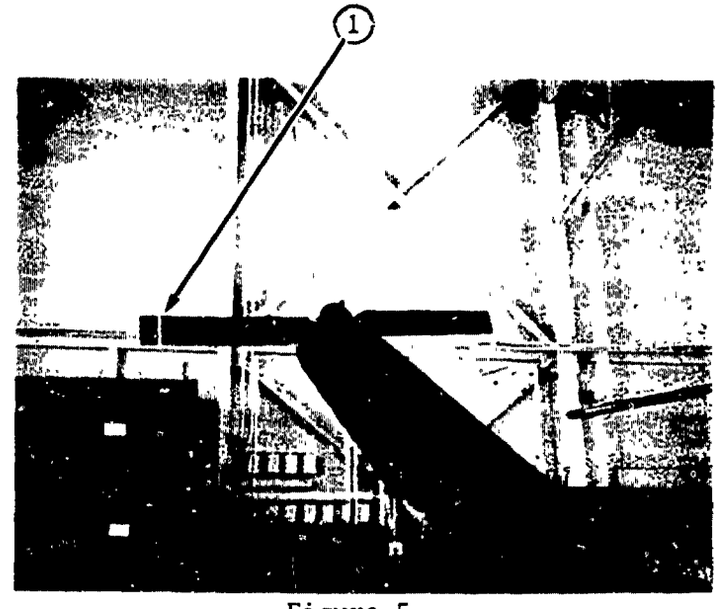

Figure 5
Step 12. (Figure 5) When near blade is marked, have the pilot stop the engine and allow the rotor to stop. Only one blade will be marked ①. This indicates the Tail Rotor Blades are "out of track".